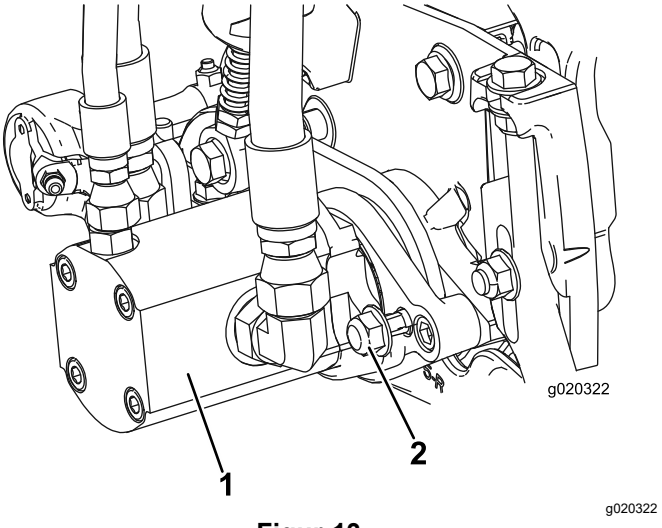

Figur 13
17. Installer motoren ved å rotere den med klokken slik at motorflensene går klar av låsemutterene (Figur 13). Roter motoren mot klokken til flensene omringer mutterene , og trekk deretter til mutrene.